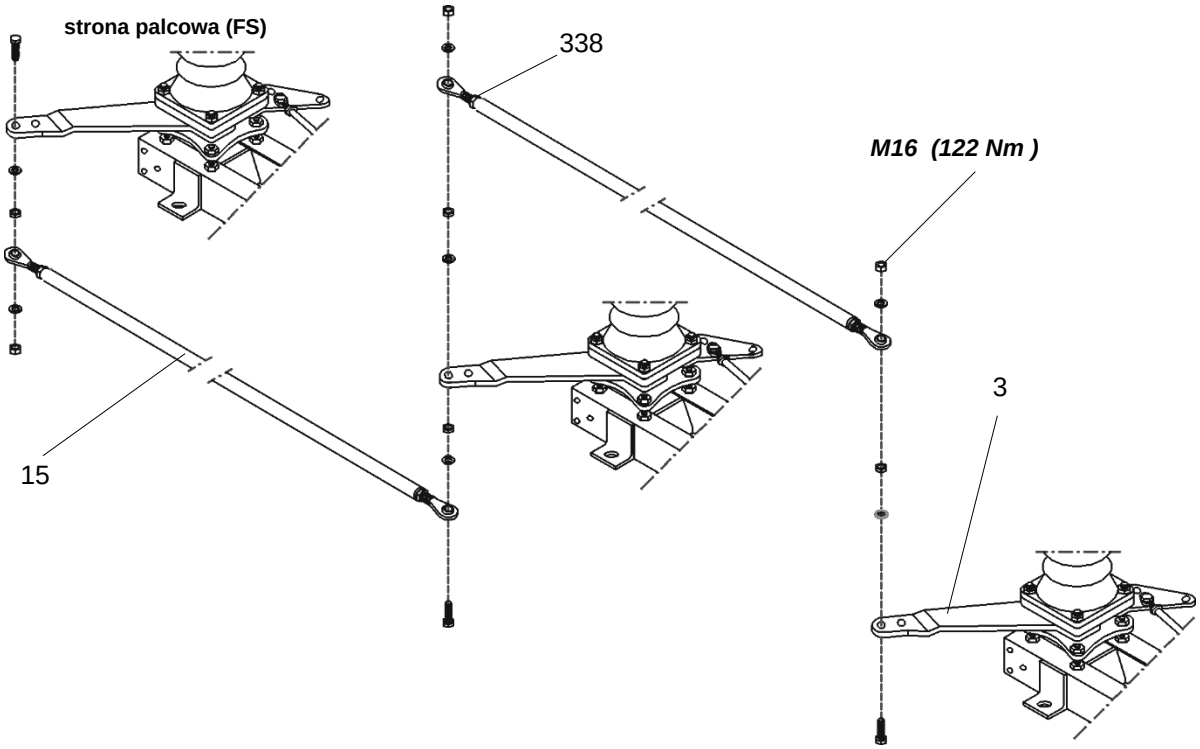

Rysunek 13 Sprzężenie odłącznika: Szeregowe ustawienie biegunów odłącznika
1. Wyregulować odpowiednią długość cięgieł sprzęgających (15) [Rys.13]
3. Dokręcić nakrętki zabezpieczające (338) (z gwintami prawym i lewym)
4. Zdemontować kątownik ustawczy (328) z tego bieguna odłącznika, na którym zainstalowano mechanizm napędowy
5. Ręcznie przestawić napęd odłącznika (75) w pozycję ZAMKNIĘTĄ